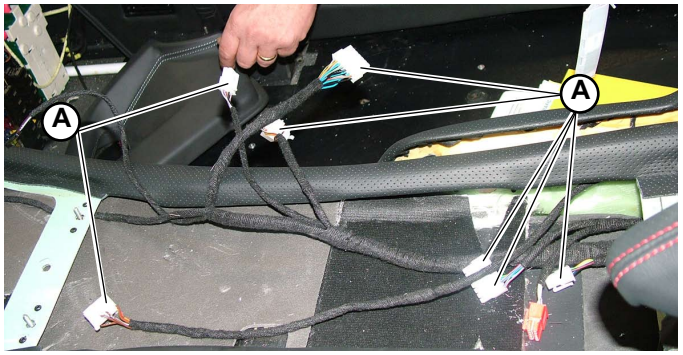

Fig.2
1. Connect the various connectors (**A-Fig.2**) to the respective ports on the bottom of the ornament.